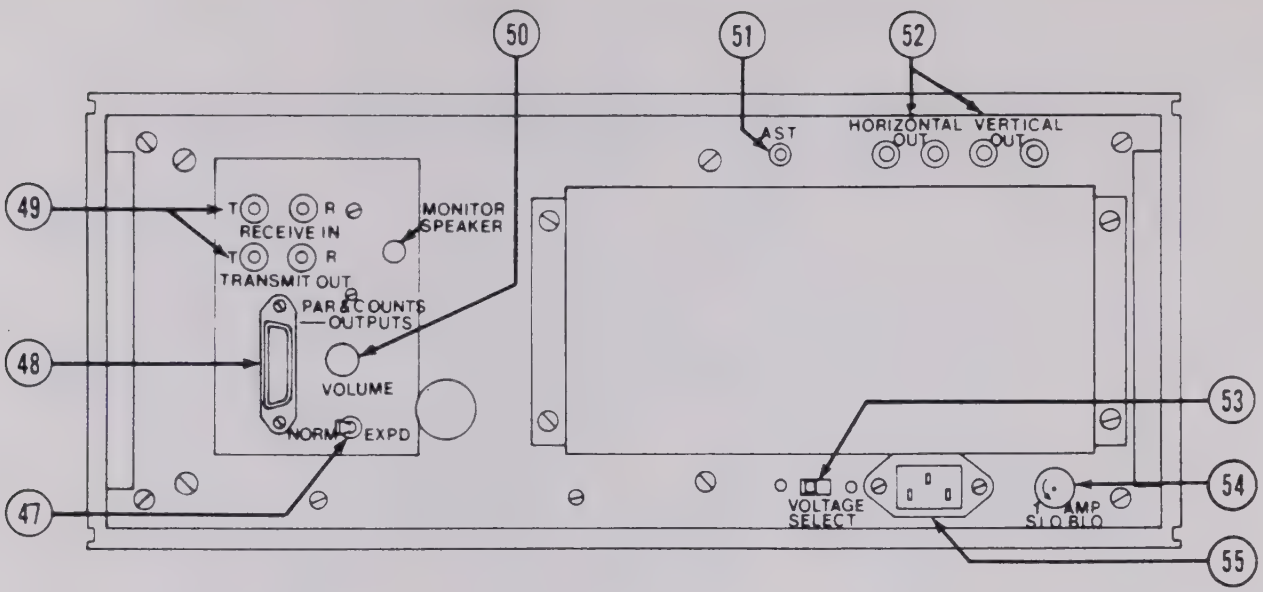

Figure 3-8. Rear-Panel Controls, Connectors, and Fuse
f. Rear-Panel Controls and Connectors. (See figure 3-8.)
(1) RECEIVE IN/TRANSMIT OUT (49). These banana jacks are connected in parallel with front panel RECEIVE and TRANSMIT jacks.
(2) VOLUME (50). Volume potentiometer controls the audio level of the monitor speaker mounted behind the rear panel.
(3) NORM/EXPD (47). This toggle switch increases scope vertical deflection sensitivity from 5 dB per division to 2 dB per division.
(4) PAR & COUNTS OUTPUTS (48). This 24-pin connector provides various outputs for external display, recording, or control equipment. Hit counter outputs are buffered TTL levels, with
(1) Select correct operating voltage, 115 or 230 V ac, using switch (53, figure 3-8) located on rear panel of mainframe. Connect power cord to receptacle (55) and to ac power line.
(3) Set NORM/EXPD switch (47, figure 3-8) to NORM.